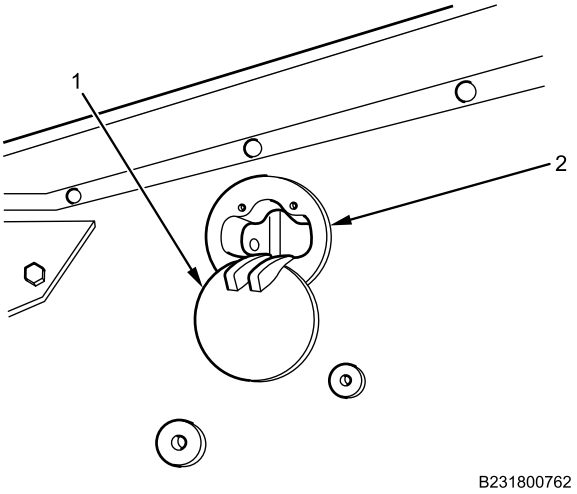

Figure 2. External Gun Port in Open Position.
4. Open external gun port cover (Figure 2, Item 1).
5. Remove external gun port assembly (Figure 2, Item 2) from vehicle locator hole.